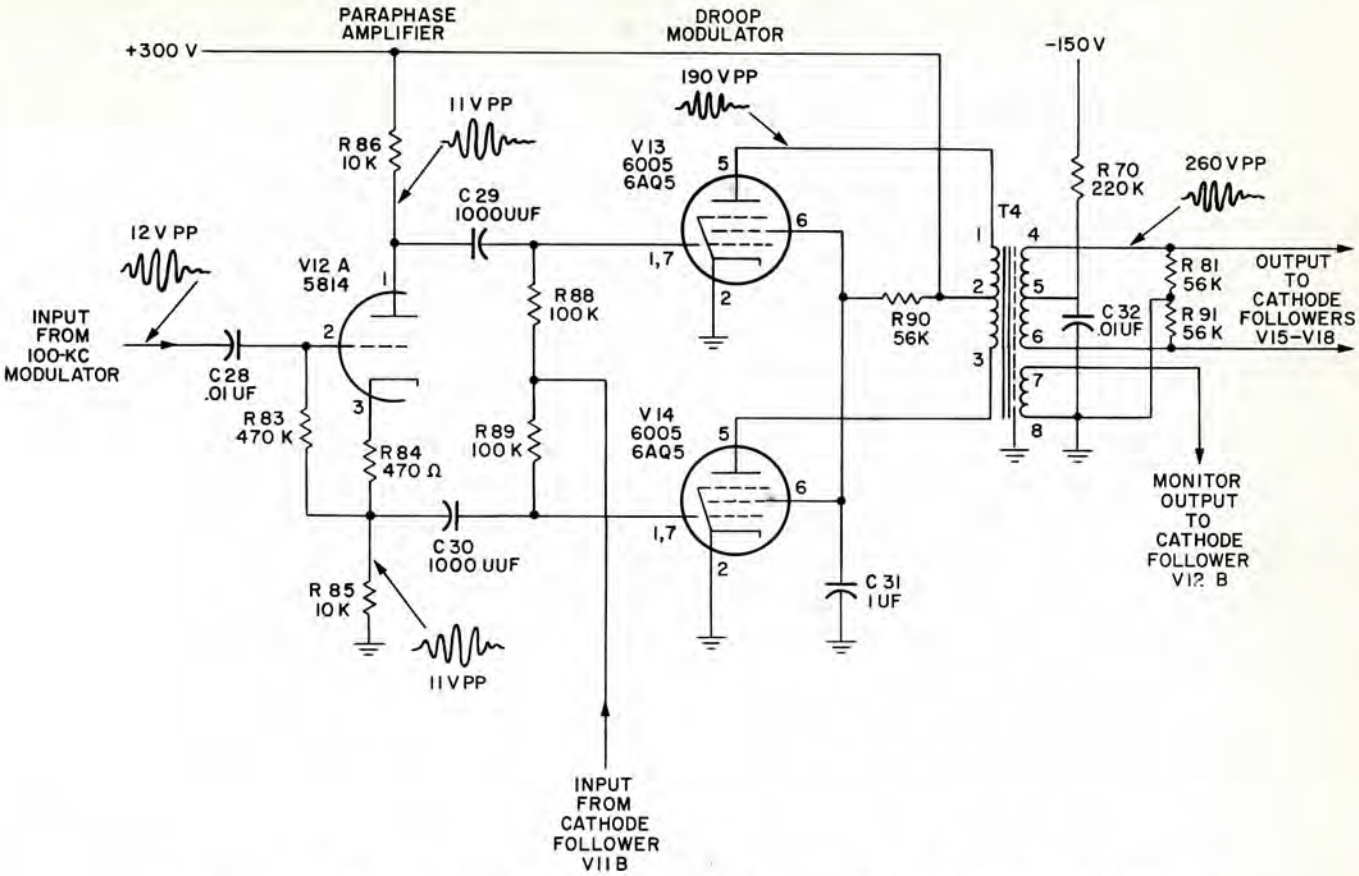

Figure 4-10. Pulse Generator 0-706/FPN-42, Droop Modulator, Simplified Schematic Diagram
a. Droop compensation is necessary since the power supply for the transmitter is unregulated and its voltage decreases from the initial value with each successive transmitted pulse. Therefore, to maintain a constant output (every pulse of the same amplitude), the amount of drive is increased on each group. See figure 4-10.